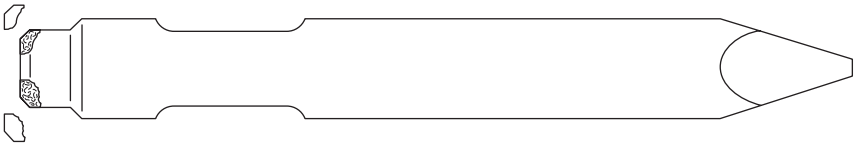

рис. 1
■ **Поломка в области крепления пальцев инструмента.(рис. 1 и 2)**